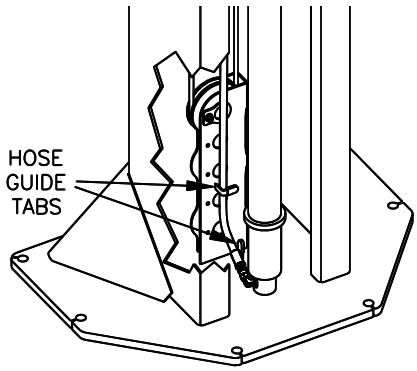

Fig. 4 - Hose Connection
11) Pull tension on the free end of the cable and ensure proper routing. While pulling tension on the cable, slide the cylinder and carriage down until the carriage is 8” from the baseplate. Slide the hydraulic cylinder down and route the hydraulic hose around the hose guide tabs to prevent rotation of the cylinder, **Fig 4**. While pulling tension on the cable to avoid kinking, slide the carriage and cylinder down to base of lift.